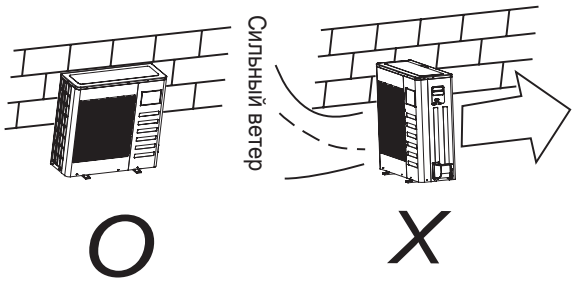

Рис. 2.13
- Если наружный блок устанавливается с наветренной стороны (например, на побережье), его нужно располагать по длине (вдоль стены) или использовать защитные экраны, поддерживая, таким образом, эффективную работу вентилятора (рис.2.13).
- Минимально допустимые расстояния, указанные на монтажной схеме могут быть неприменимы в ситуации закрытого пространства. Необходимо, чтобы 2 из 3 сторон наружного блока были открыты (свободны от каких-либо преград или конструкций). (Рис.2.13)